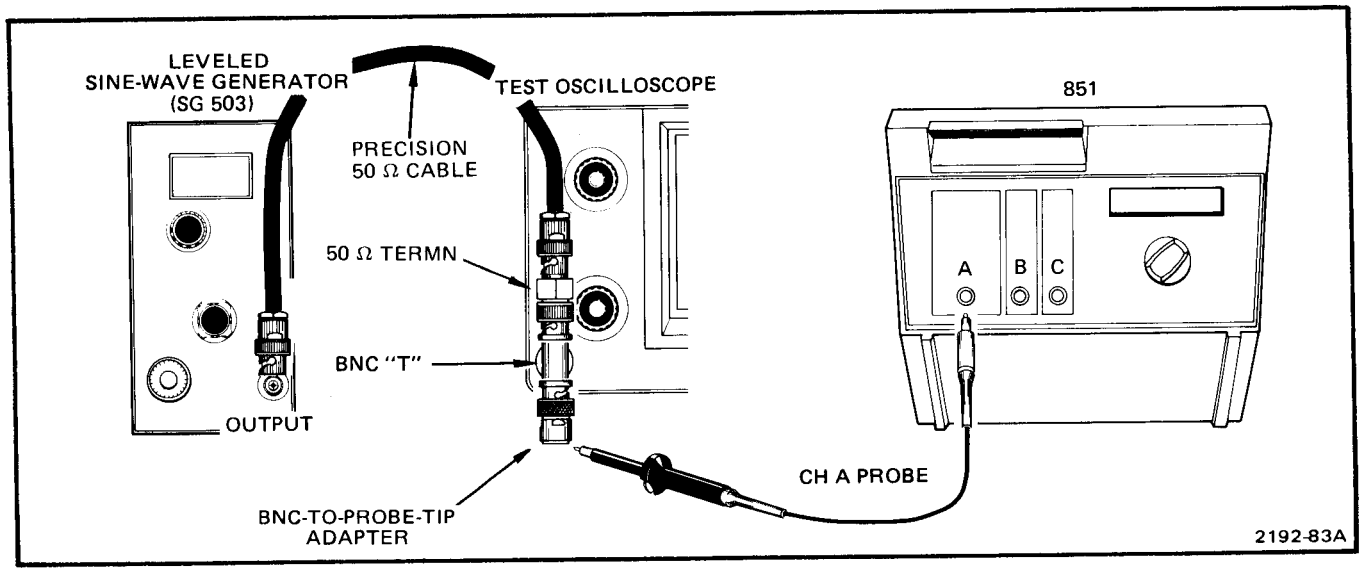

Fig. 4-5. Test equipment setup for DUTY FACTOR adjustments.
f. Connect test equipment as shown in Fig. 4-5.